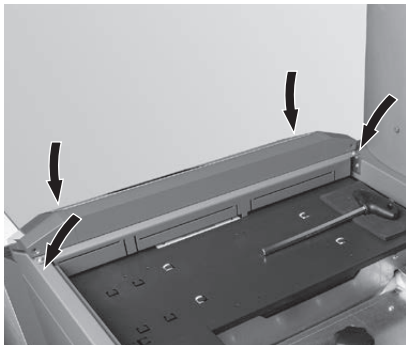
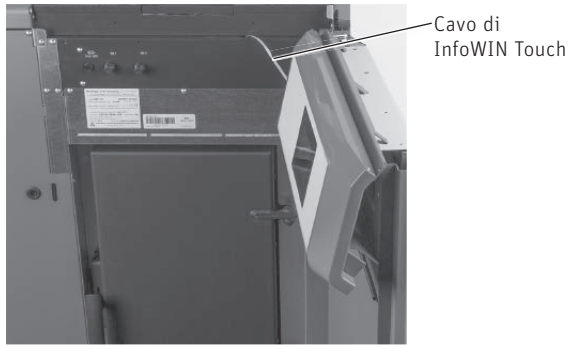

Fig. 96 Allentare le 4 viti del pannello di comando
Fig. 97 Agganciare il pannello di comando alla porta (posizione di assistenza), aprire il coperchio
▶ Rimuovere il pannello di comando, a tal scopo allentare le 4 viti del pannello – Fig. 96. Rimuovere il pannello di comando verso l'alto, estrarre il cavo di InfoWIN Touch e agganciare il pannello di comando sul davanti nella porta (posizione di assistenza) – Fig. 97.